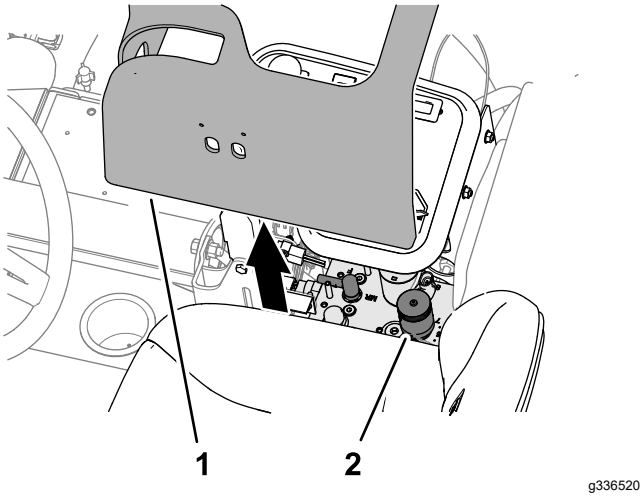

Figur 38
2. Løft av dekselet på Kontrollarmen (Figur 38).